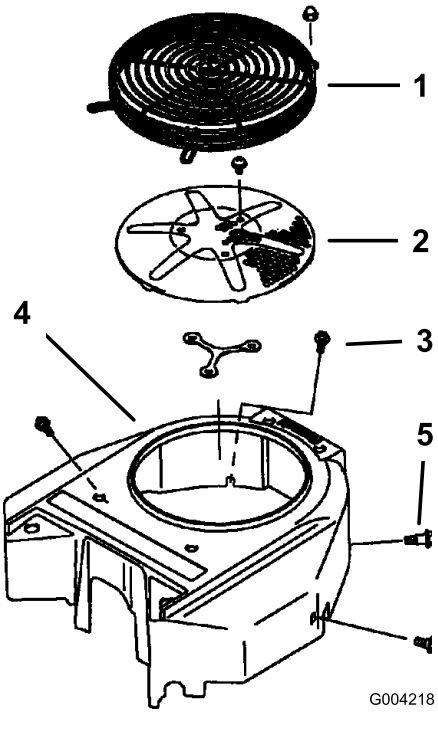

Figur 87
3. Fjern luftinntaksskjermen, tilbakespolingsstarteren og viftehuset (Figur 87).
5. Monter luftinntaksskjermen, tilbakespolingsstarteren og viftehuset (Figur 87).